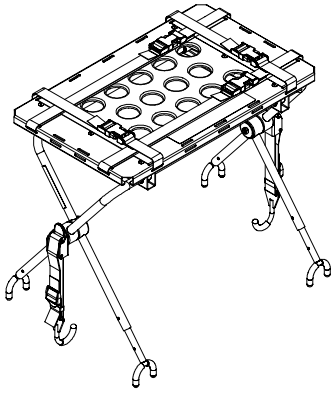

Afbeelding 55
2. Open de poten van het defibrillatorplatform en schuif deze uit (zie Afbeelding 55).